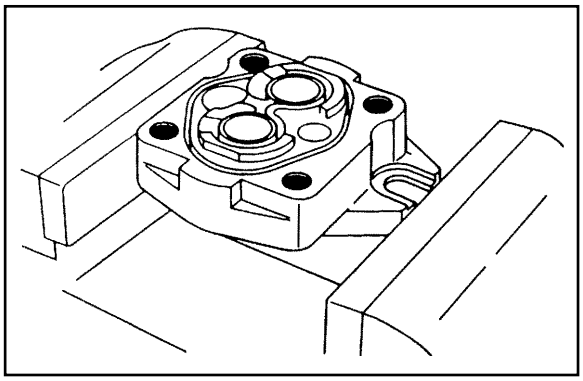

Fig. 7.29
(2) Pump reassembly
① As shown in Figure 7.29, hold the front cover in a vice.